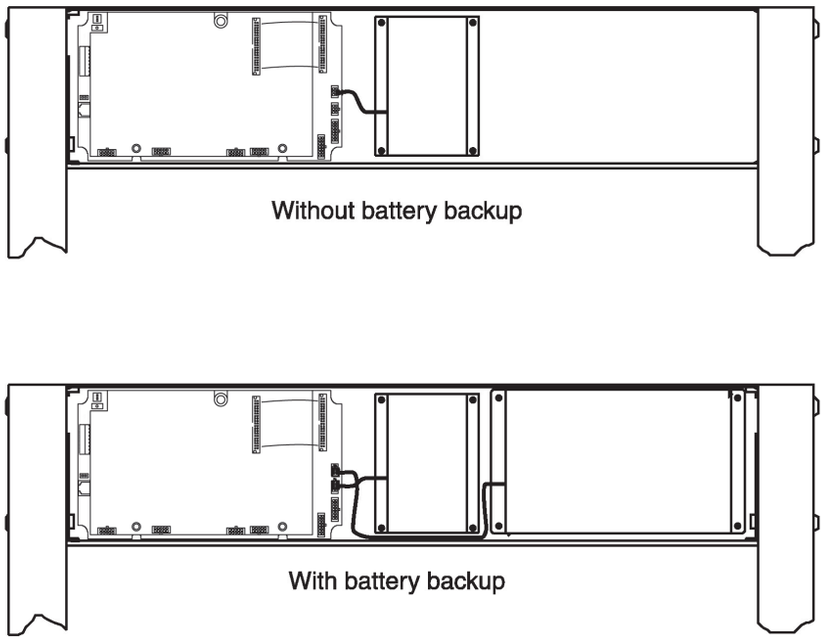

Figure 8-1
6. Disconnect the power supply module connector from the controller circuit board. *(See Figure 8-1.)*
7. Reconnect the power supply and battery pack modules. *(See Figure 8-1.)*